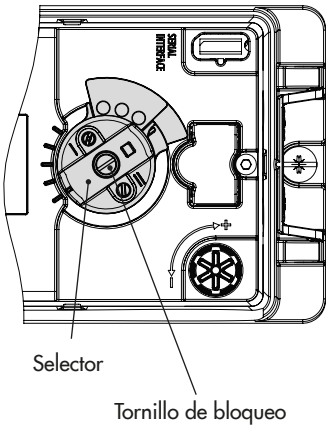
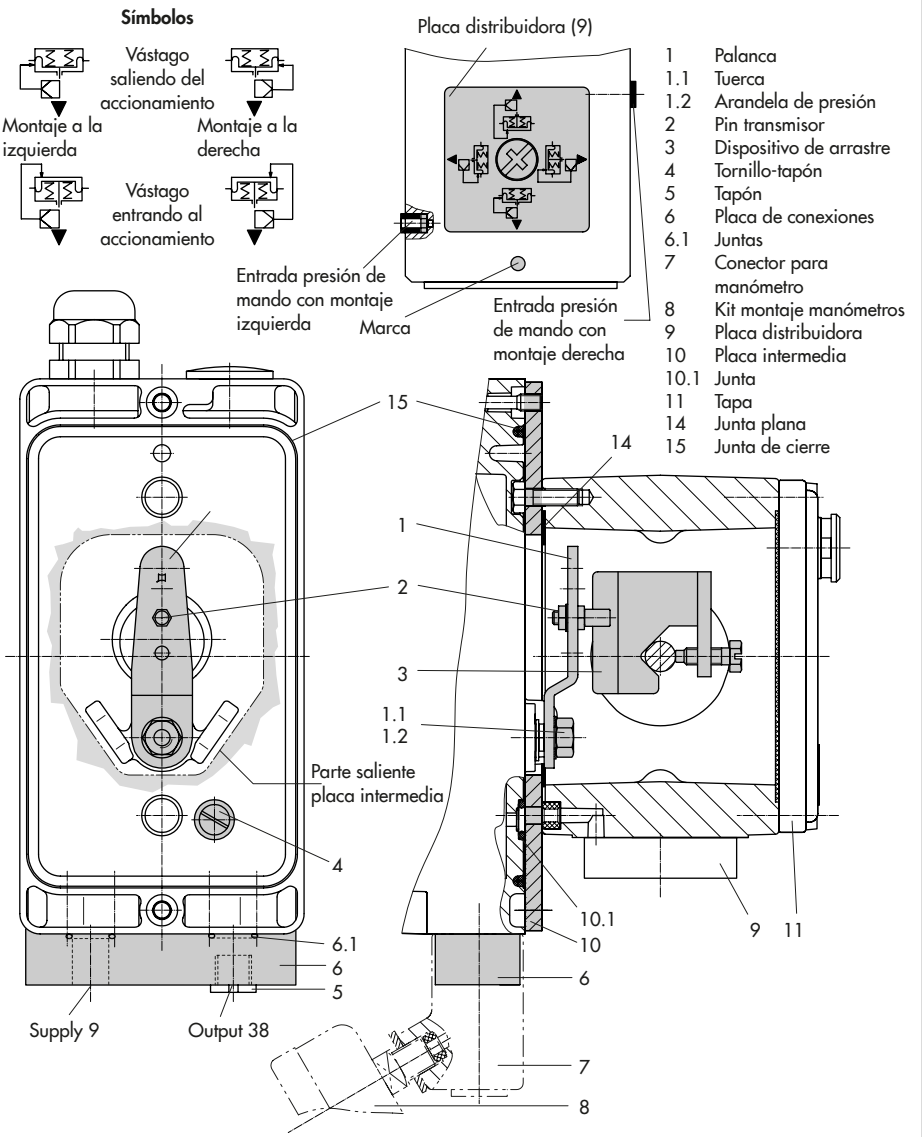

Fig. 5-5: *Bloqueo del eje*
Fig. 5-8: *Montaje integrado – conexión presión de mando en accionamiento Tipo 3277-5 de 120 cm²*
➔ No utilizar el tornillo de bloqueo para girar el selector. Girar el selector solo con la mano (ver Fig. 5-5).
➔ Accionamiento de 120 cm² (ver Fig. 5-8)
➔ Montar la placa distribuidora (9) en el puente del accionamiento según la posición de seguridad del accionamiento "vástago saliendo del accionamiento" o "vástago entrando al accionamiento". Hacer corresponder el símbolo con la marca según sea el montaje a la izquierda o a la derecha del puente (ver Fig. 5-8 arriba).
1. Montar la placa de conexiones (6) o el conector para manómetro (7) con el manómetro al posicionador, cuidando que las juntas (6.1) queden en su lugar.
2. Desatornillar el tornillo-tapón (4) de la cara posterior del posicionador y cerrar con el tapón (5) de los accesorios la salida "Output 38" de la placa de conexiones (6) o del conector para manómetro (7).
3. Colocar el dispositivo de arrastre (3) en el vástago del accionamiento, alinearlo y fijarlo de forma que el tornillo de fijación esté bien alojado en el encaje del vástago del accionamiento.
4. Fijar la placa intermedia (10) con la parte saliente más estrecha (Fig. 5-8 izq.) hacia la conexión de la presión de mando, la junta plana (14) tiene que quedar del lado del puente del accionamiento.
5. Controlar la posición del pin transmisor (2) en la palanca M (1). Tener en cuenta la posición del pin indicada en las tablas de carreras y si es necesario cambiar el pin de posición (ver cap. 5.4).
6. Colocar la junta de cierre (15) en la ranura de la carcasa del posicionador y la junta (10.1) en la parte posterior de la carcasa.
7. Colocar el posicionador en la placa intermedia (10) de forma que el pin transmisor (2) se apoye encima del dispositivo de arrastre (3). Para ello ajustar la palanca (1) y con la tapa del posicionador abierta, mantenerlo fijo por el bloqueo del eje (ver Fig. 5-5). La palanca (1) tiene que apoyar en el dispositivo de arrastre por acción del resorte. Atornillar el posicionador mediante los tornillos a la placa intermedia (10).
8. Montar la tapa (11) en el otro lado. Al hacerlo prestar atención para que una vez instalada la válvula, el tapón de desaireación apunte hacia abajo, para asegurar la evacuación de posibles condensados.
4. Controlar la posición del pin transmisor (2) en la palanca M (1). Tener en cuenta la posición del pin indicada en las tablas de carreras y si es necesario cambiar el pin de posición (ver cap. 5.4).
5. Colocar la junta de cierre (15) en la ranura de la carcasa del posicionador.
6. Colocar el posicionador en la placa intermedia de forma que el pin transmisor (2) se apoye encima del dispositivo de arrastre (3). Para ello ajustar la palanca (1) y con la tapa del posicionador abierta, mantenerlo fijo por el bloqueo del eje (ver Fig. 5-5). La palanca (1) tiene que apoyar en el dispositivo de arrastre por acción del resorte.